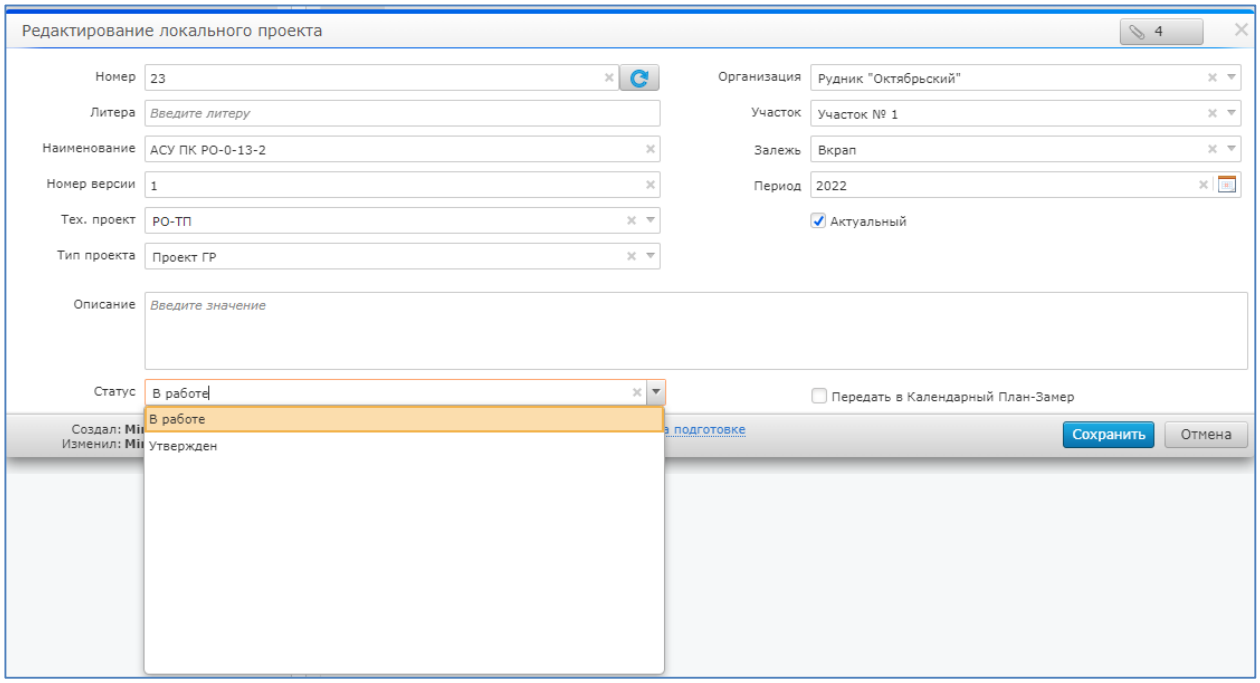

Рисунок 40. Утверждение локального проекта
4. Нажать на кнопку «Сохранить» (Рисунок 40).